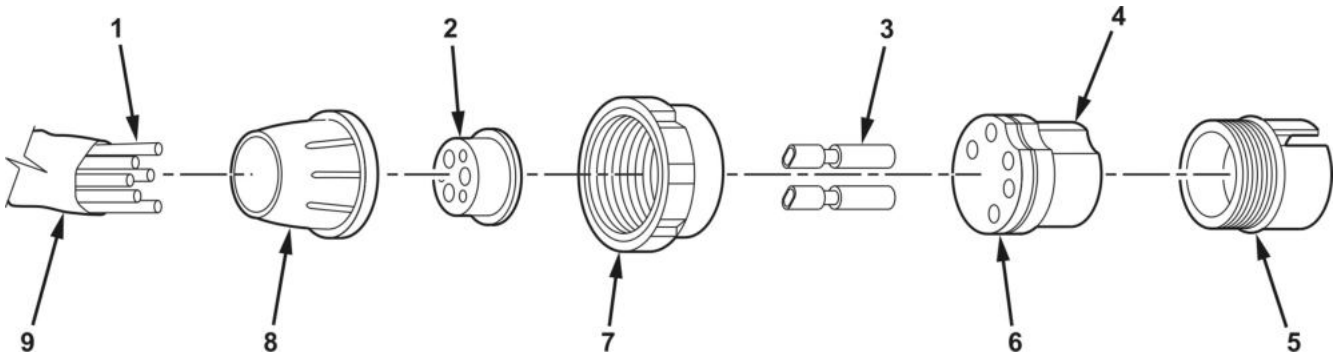

Figure 2. Typical Plug Replacement.
1. Remove nut (Figure 2, Item 8) from shell assembly (Figure 2, Item 5), and slide back on cable (Figure 2, Item 9).
2. Push grommet (Figure 2, Item 2) back on cable leads (Figure 2, Item 1).
3. Slide coupling nut (Figure 2, Item 7) off shell assembly (Figure 2, Item 5).
4. Push contacts (Figure 2, Item 3) out through rear of insert (Figure 2, Item 6) with pin extractor.
5. Push insert (Figure 2, Item 6) out through rear of shell (Figure 2, Item 5).
6. Unsolder cable leads (Figure 2, Item 1) from contacts (Figure 2, Item 3).
7. Remove coupling nut (Figure 2, Item 7) and grommet (Figure 2, Item 2) from cable (Figure 2, Item 9).
8. Strip cable insulation from leads (Figure 2, Item 1) equal to depth of solder wells of contacts (Figure 2, Item 3).
9. Slip grommet (Figure 2, Item 2) over cable leads (Figure 2, Item 1).
10. Insert cable leads (Figure 2, Item 1) into solder wells of contacts (Figure 2, Item 3) and solder.
11. Slide coupling nut (Figure 2, Item 7) over contacts (Figure 2, Item 3) at cable leads (Figure 2, Item 1).
12. Push insert (Figure 2, Item 6) into shell (Figure 2, Item 5) from rear until seated. Groove (Figure 2, Item 4) in insert must be aligned with guide in shell to ensure proper fit.
13. Push contacts (Figure 2, Item 3) into insert (Figure 2, Item 6) from rear until seated.
14. Slide coupling nut (Figure 2, Item 7) onto shell assembly (Figure 2, Item 5).
15. Push grommet (Figure 2, Item 2) down cable leads (Figure 2, Item 1) and over solder wells of contacts (Figure 2, Item 3).
16. Install nut (Figure 2, Item 8) on shell assembly (Figure 2, Item 5).